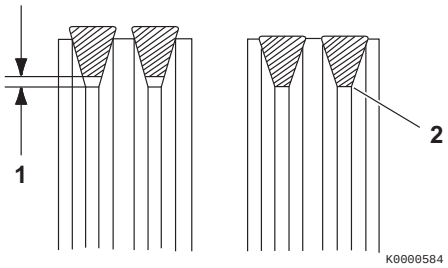

Figure 6
3. Tighten the V-belt to the proper tension. There must be clearance **(Figure 6, (1))** between the V-belt and the bottom of the pulley groove. If there is no clearance **(Figure 6, (2))** between the V-belt and the bottom of the pulley groove, replace the V-belt.